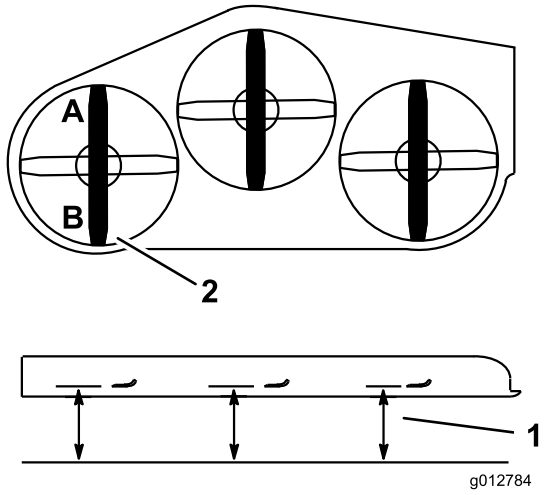

Figure 84
2. Mesurez et notez la distance au point **A** entre la surface plane et le tranchant de la pointe de la lame gauche (Figure 84).
3. Mesurez et notez la distance au point **B** entre la surface plane et le tranchant de la pointe de la lame gauche (Figure 84).
4. La lame doit être plus basse de 6 à 10 mm (1/4 à 3/8 po) au point **A** qu'au point **B** (Figure 84). Si ce n'est pas le cas, passez aux étapes suivantes.